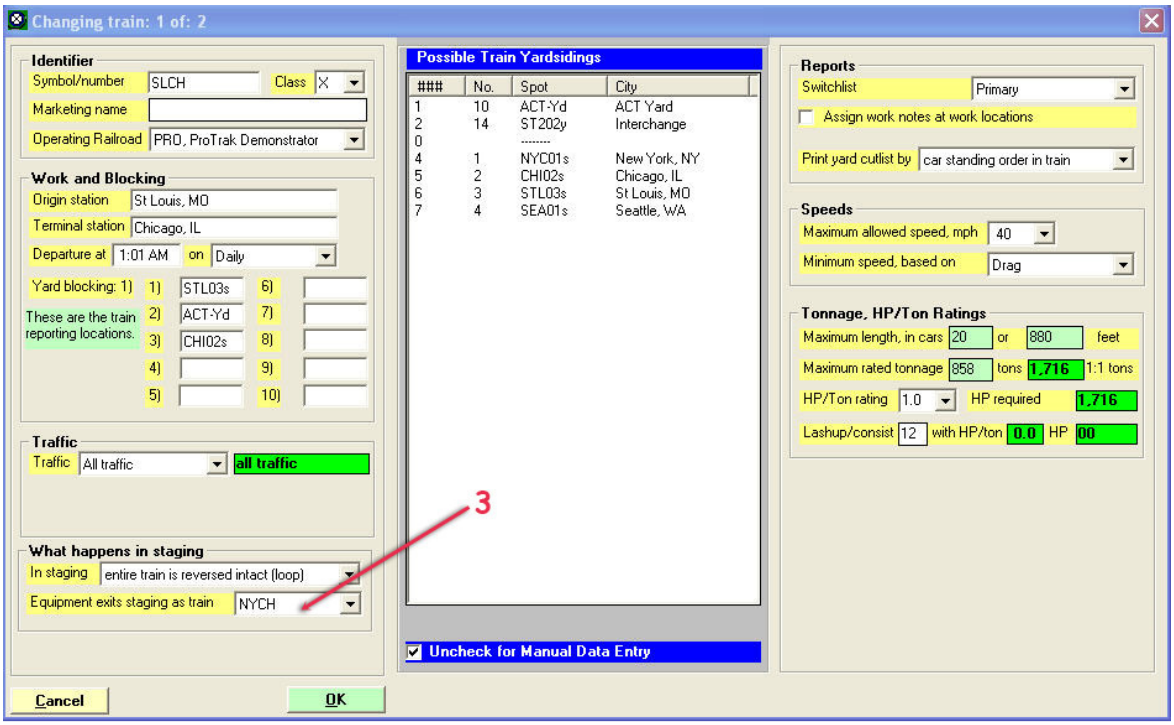

Figure 5-14
2. Double-click on the first train – the one identified as "SLCH". You should see the window shown in Figure 5-14.
A couple of additional points to note. First we've gone from East Staging to Actonvale and then back to East Staging. It would work just as well if the start and end staging yards for our two trains were different (EAS to ACT to WES for example). The second thing to note is that the train that entered the staging yard is set up to come out exactly as it went in – no switching will happen at the staging yard (see the "In Staging" data field in the left-hand panel of Figures 5-14 and 5-16). We'll get into some of the ramifications of this a little further when we get into setting up waybills.